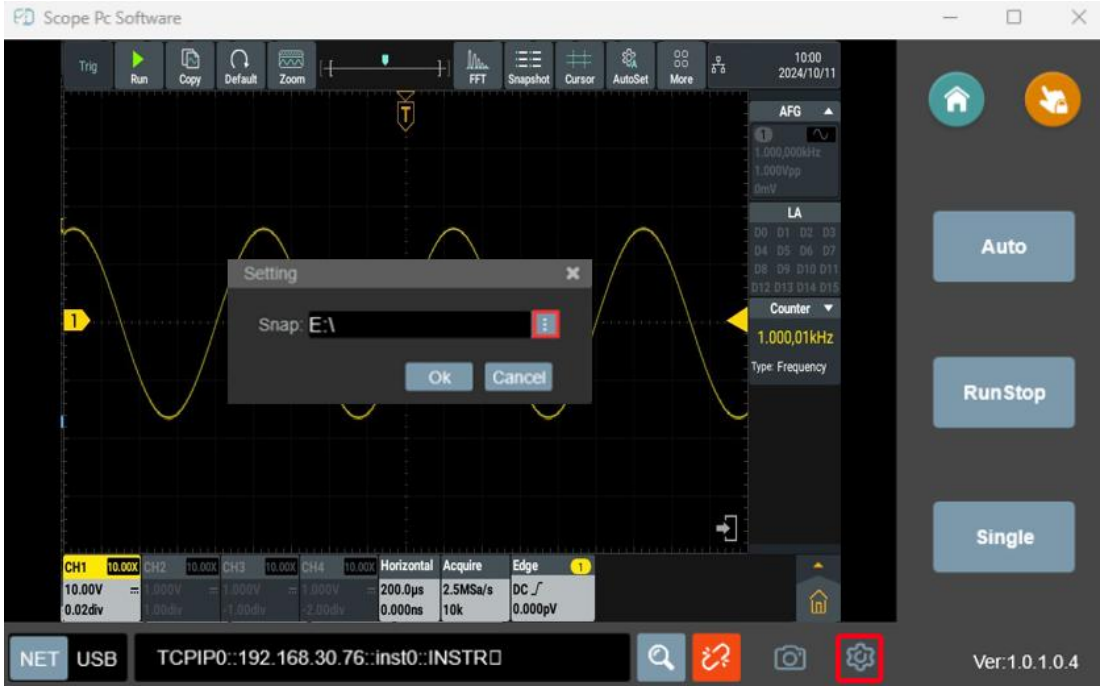
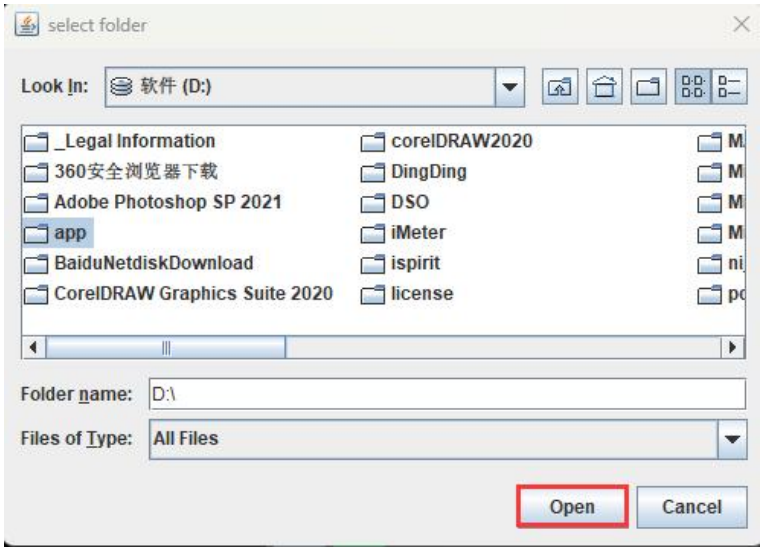
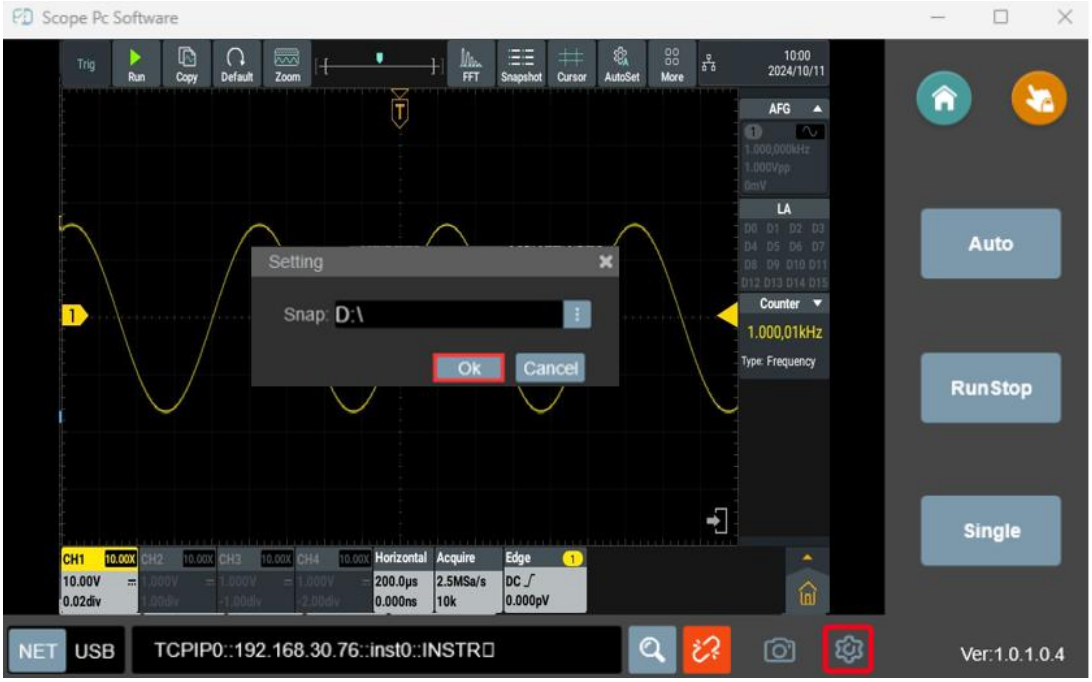

Figure 2-10
Figure 2-11
Figure 2-12
13、Click “ ”,as shown in Figure 2-10;then click “ ”,enter the path selection interface,select the path you want to save and click "**Open**" to complete the path selection,as shown in Figure 2-11.Finally click “**Ok**” complete path saving,as shown in Figure 2-12.(Note:It is recommended to save to a disk other than C disk, otherwise it may fail to save.)